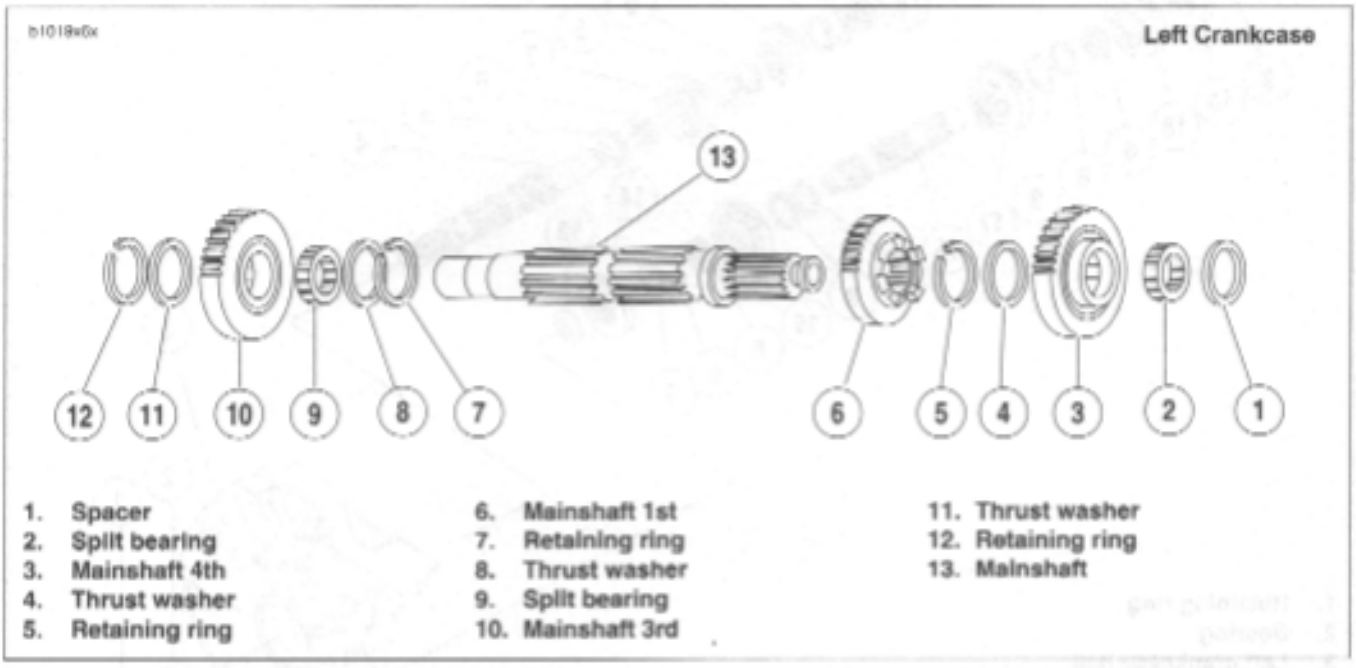

Figure 6-58. Transmission Mainshaft Assembly Once Removed from Left Crankcase/Disassembly
1. See Figure 6-58. Remove spacer (1), mainshaft 4th gear (3), split bearing (2) and thrust washer (4) from the threaded end of the mainshaft.
2. On the mainshaft, between mainshaft 1st gear (6) and mainshaft 3rd gear (10), use RETAINING RING PLIERS (Part No. J-5586) to expand retaining ring (7) and move next to mainshaft 1st gear along with thrust washer (8).
a. Move mainshaft 3rd gear (10) as far as possible toward mainshaft 1st gear (6).
b. Expand retaining ring (12) at opposite side of main shaft 3rd gear (10) and slide off end of mainshaft with thrust washer (11).
c. Remove mainshaft 3rd gear (10) and its split bearing (9).
3. Slide thrust washer (8) off end of mainshaft.
4. Expand retaining ring (7), which is next to mainshaft 1st gear (6), and slide off end of shaft.
5. Remove mainshaft 1st gear (6).
6. Expand retaining ring (5) and remove.